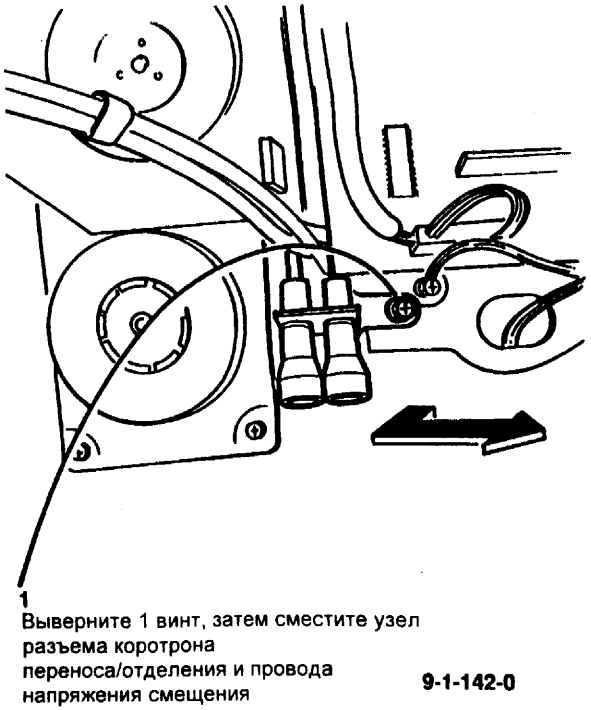

Рис. 2 Смещение разъема коротрона переноса/отделения
7. (Рис. 2) Сместите узел разъема коротрона переноса / отделения и подвода напряжения смещения.